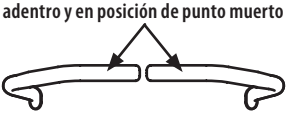

Fig. 20
2. Mueva las palancas de control de transmisión de barras de seguridad del lado derecho y del lado izquierdo hacia adentro, en punto muerto, lo cual desactiva también el freno de mano (Fig. 20).